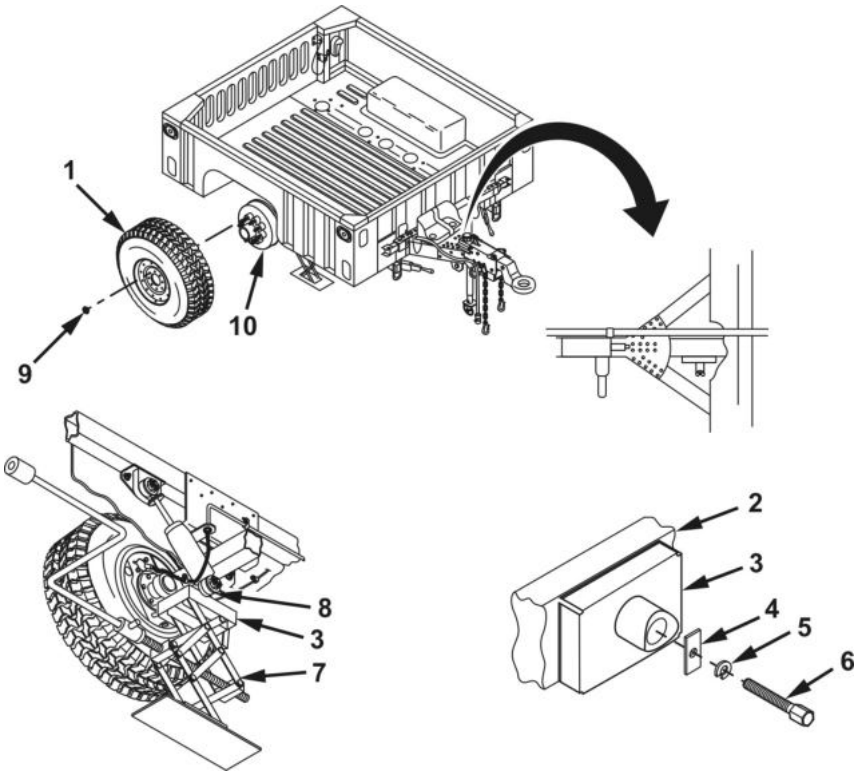

Figure 1. Wheel and Tire Assembly Removal and Installation.
3. Position jack spacer (Figure 1, Item 3) and jack (Figure 1, Item 7) under lower shock absorber mount (Figure 1, Item 8).
4. Raise wheel (Figure 1, Item 1) off ground using jack (Figure 1, Item 7).
5. Remove eight loosened wheel lug nuts (Figure 1, Item 9) from wheel (Figure 1, Item 1). Remove wheel from hub/drum (Figure 1, Item 10).
1. Install wheel and tire assembly (Figure 1, Item 1) on hub/drum (Figure 1, Item 10).
2. Install eight wheel lug nuts (Figure 1, Item 9) securing wheel (Figure 1, Item 1) on hub/drum (Figure 1, Item 10), and tighten finger tight.
3. Lower (trailer) wheel (Figure 1, Item 1). Remove jack (Figure 1, Item 7) and jack spacer (Figure 1, Item 3).
4. Tighten eight wheel lug nuts (Figure 1, Item 9).
5. Position jack spacer (Figure 1, Item 3) on trailer frame (Figure 1, Item 2), and secure with rectangular washer (Figure 1, Item 4), lockwasher (Figure 1, Item 5), and wingscrew (Figure 1, Item 6).